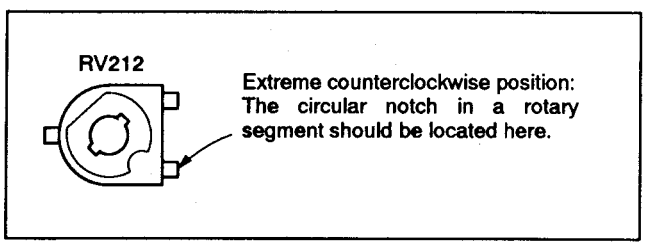

Fig. 9-30.
1) Set RV201 extreme counterclockwise position. (See Fig. 9-30.)